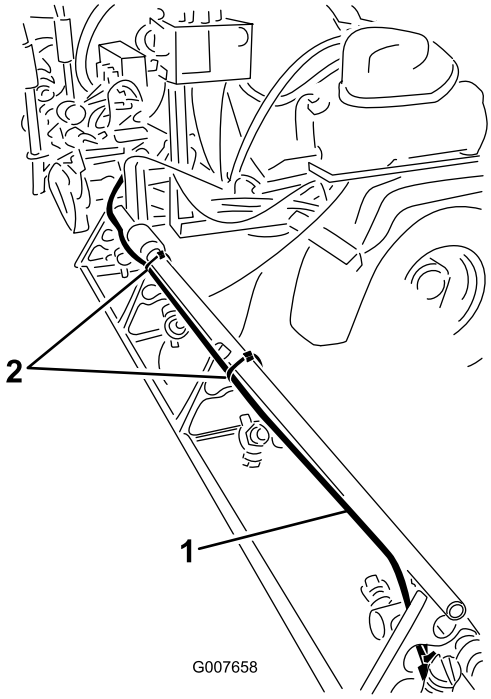

Figura 7
A. En el brazo derecho, instale la manguera de espuma a lo largo del lado trasero del tubo superior (Figura 7).